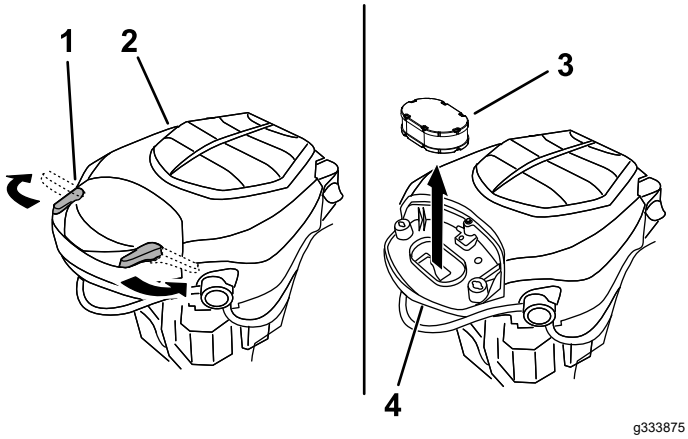

Figura 38
3. Instale a cobertura e prenda-a com os trincos (Figura 38).